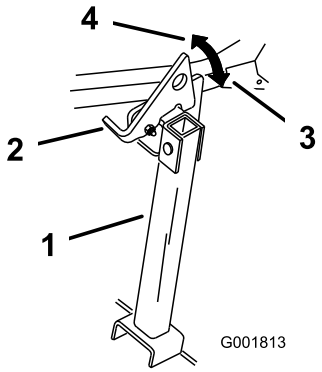

Figura 26
2. Levante el enganche a la posición desbloqueada (Figura 26).